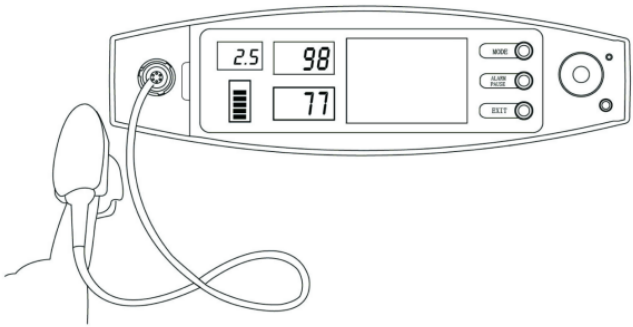

Figura 4. Esquema para la colocación del dedo
- %El dedo debe colocarse correctamente (véase la figura 4 adjunta), ya que una instalación incorrecta o una posición de contacto inadecuada para el sensor influirá en la medición.
Colocar el dedo en la sonda tal y como muestra la Figura 4.
(La apariencia de la sonda real puede ser diferente a la mostrada en la figura 4, por favor consulte la sonda real)